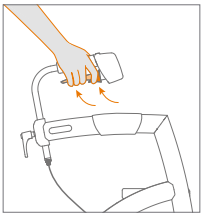

Abbildung 21: Feststellbremse aktivieren.
c. Möchten Sie den Rollator mit der Feststellbremse fixieren, dass Sie darauf sitzen können, oder um sicher zu sein, dass er nicht wegrollt, wenn sie ihn loslassen? Betätigen Sie zuerst die Handbremsen und dann den Feststellbremshebel zur gleichen Zeit. Lassen Sie dann die Bremsen los. Ihr Rollator ist nun in der Parkposition **(Abbildung 21)**.